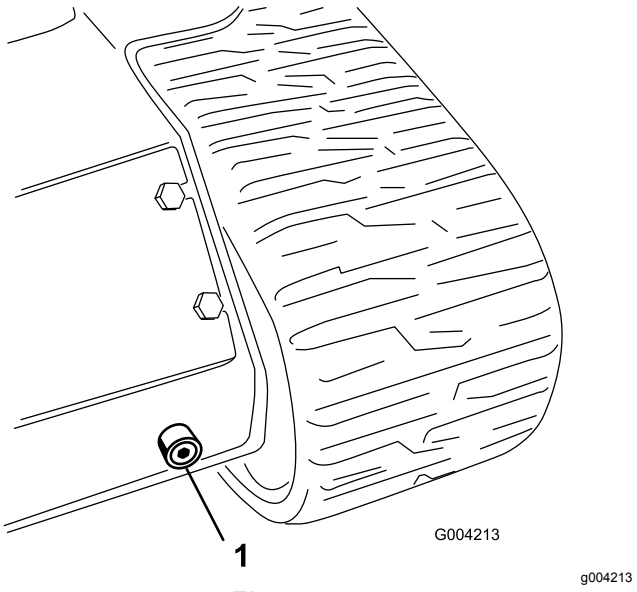

Figur 63
6. Sätt ett stort kärl (som kan rymma 57 liter) under avtappningspluggen framtill på maskinen (Figur 63).
7. Ta bort avtappningspluggen och låt oljan rinna ned i tråget (Figur 63).